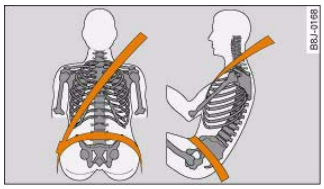

Fig. 184 Adjusting shoulder and lap belt ▶
- **The diagonal part of the belt should never be positioned across the neck, but roughly over the centre of the shoulder; it should fit closely against the upper part of the body. The lap part of the belt must be worn tightly across the hips, and not over the abdomen ⇒ *page 173,* fig. 184. Pull the belt tight if necessary to take up any slack.**